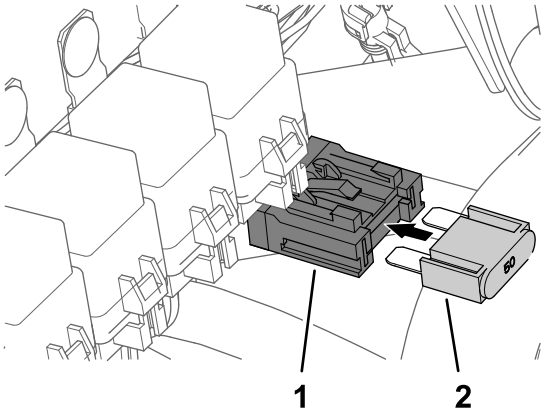

Figur 192
7. Sæt sikringen (50 A) i den interne sikringsblok, indtil sikringen sidder helt inde (Figur 192).